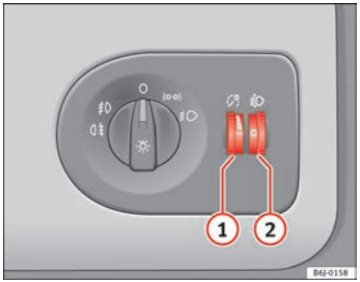

Fig. 52 Dash panel: regulation for instrument and switch illumination and headlight range control
When the headlights are switched on, the brightness of the instruments and switch lighting can be regulated to suit your requirements by turning the thumb wheel ⇒ fig. 52 (1).